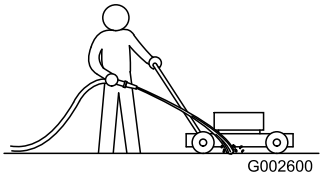

Figuur 48
1. Plaats de machine op een vlak, verhard oppervlak, laat de motor lopen en spuit een straal water voor het rechter achterwiel (Figuur 48).